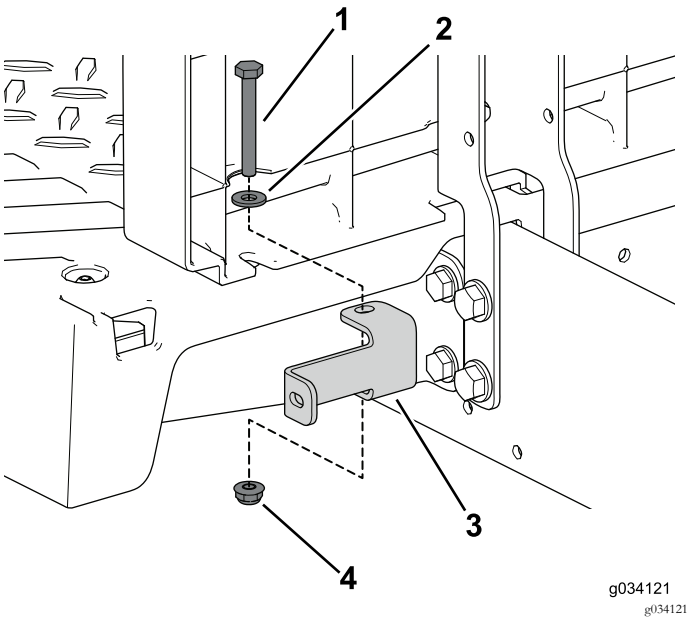

Figuur 41
6. Gebruik de 2 bouten (1/4 x 2 inches), ring en borgmoer om de paneelbeugels links en rechts aan de machine te bevestigen (Figuur 41).